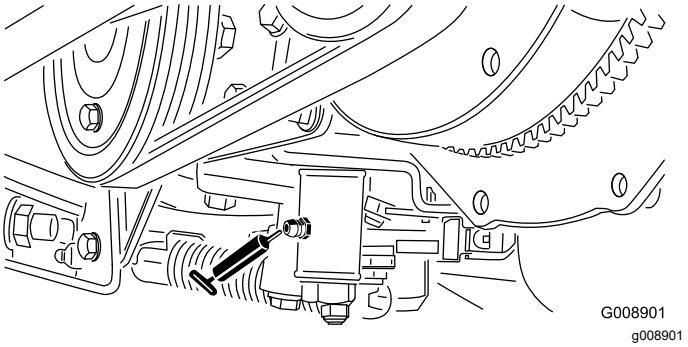

Figura 40
- Mecanismo de ajuste neutro (Figura 40)